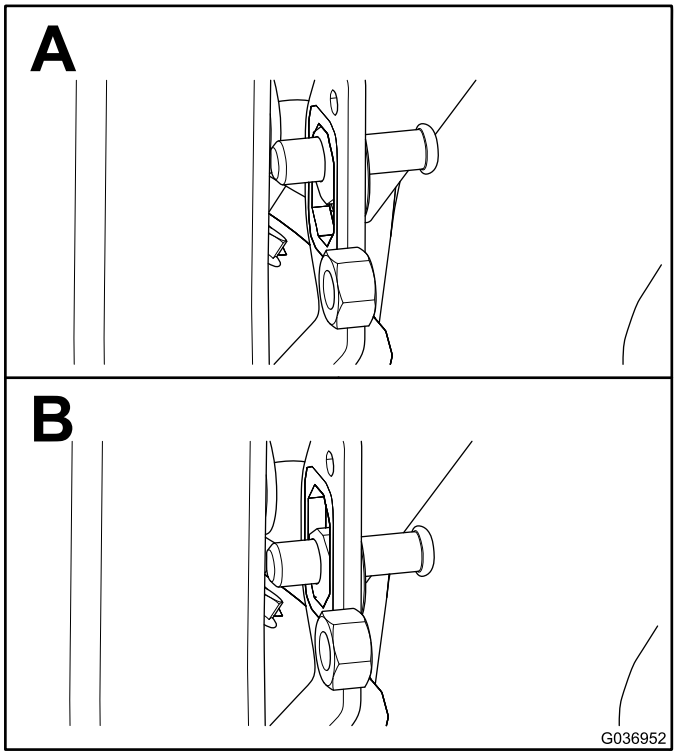

Figura 4
1. Centrate il perno di bloccaggio nella staffa di montaggio del perno di bloccaggio sulla guida (Figura 4).
4. Serrate il controdado una volta che il perno di bloccaggio raggiunge 1,9–2,2 cm, come illustrato nella Figura 4.